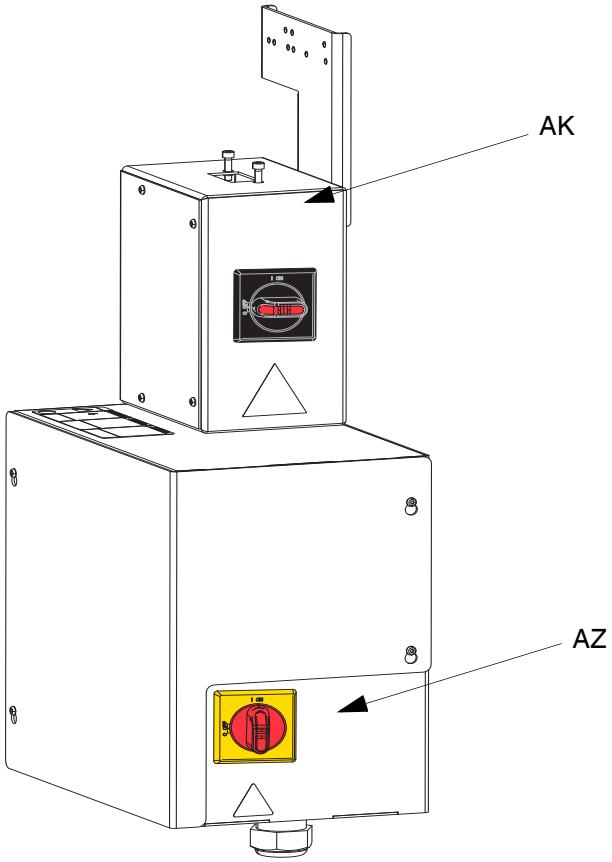

FIG. 4. Desconexión de alimentación eléctrica
El interruptor de desconexión (AZ) se encuentra en la caja de control térmico (AX), consulte la FIG. 4. También hay un interruptor rojo y negro (AK) situado en la caja de conexiones de alimentación (AJ). El interruptor de la caja de conexiones de alimentación (AK) interrumpe la corriente a todo MENOS al calentamiento. El interruptor de desconexión (AZ) interrumpe la corriente de alimentación a todo el sistema, incluido el calentamiento.